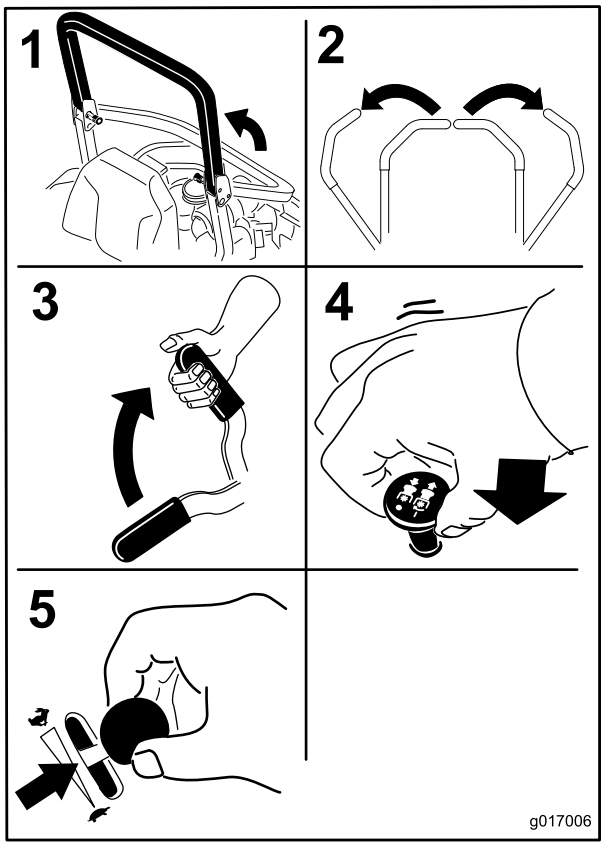

Figura 19
4. Mueva el mando de control de las cuchillas a la posición de Desengranado (Figura 19).